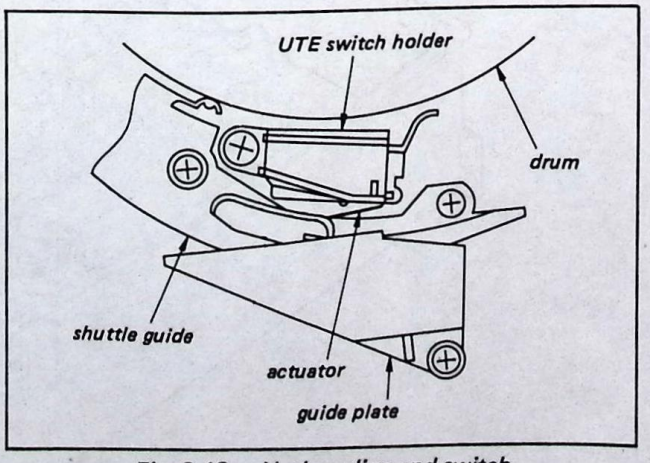

Fig. 3-13. Unthreading end switch
3) Check that the actuator for the unthreading end switch is not tripped as shown in Fig. 3-13. (Slowly rotate the threading motor by hand and verify with a click sound.)